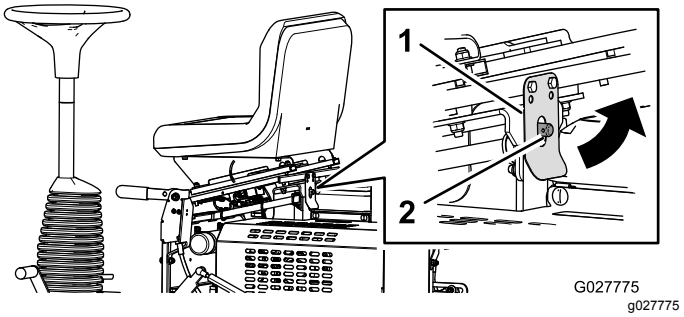

Rysunek 20
2. Przesuń zaczep fotela do tyłu i pochyl fotel do przodu (Rysunek 20).